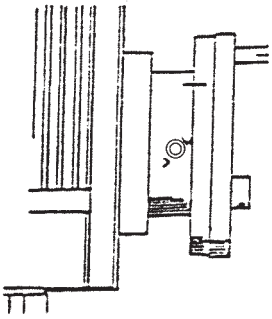
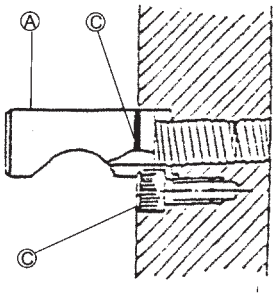

fig 2
fig 3
Bemærk: For korrekte låseforhold skal den enkelte kam spændes mod dens indekslinje mellem de to "V"-mærker på næsen (fig. 2). Man må ikke udskifte patroner eller andet udstyr uden at kontrollere den enkelte kam for korrekt låsning. For at justere kamlåsenes tapskruer skal man fjerne låseskruen (B) og dreje A en hel omgang ind eller ud alt efter behov. Genisæt og stram skruen (B) og de enkelte tapskruer (fig. 3). Der er markeret en referencering (c) på hver tapskrue til angivelse af den originale eller oprindelige indstilling.